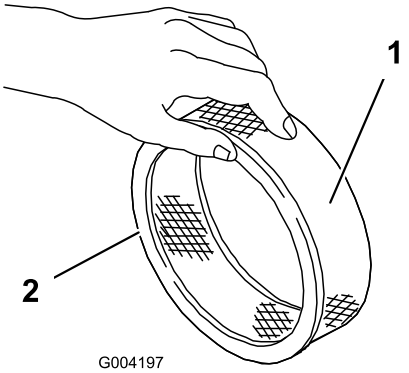

**Figur 45**
5. Efterse papirfilteret for revner, en olieagtig film og beskadigelse af gummipakningen (Figur 45).
1. Skub forsigtigt skumforfilteret over på papirindsatsen (Figur 45).